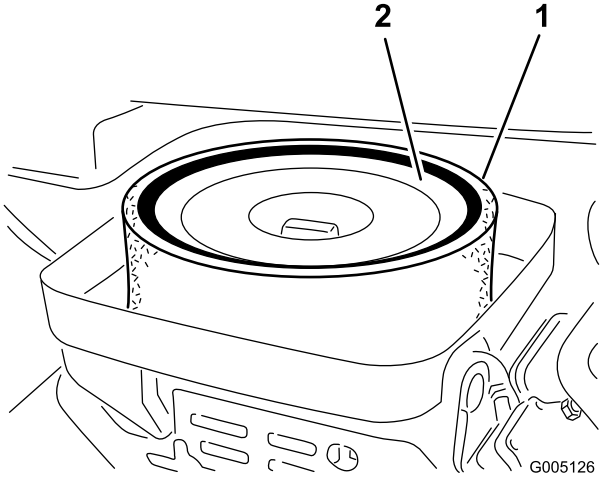

Figuur 43
3. Als het schuimelement vuil is, moet u dit verwijderen van het papierelement (Figuur 43) Dit moet grondig worden gereinigd. Ga hierbij als volgt te werk: